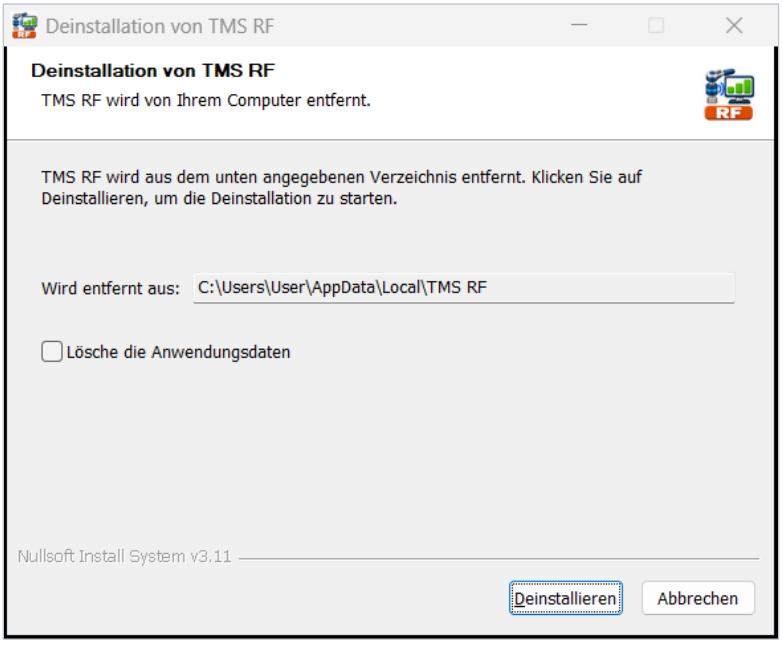

Abbildung 17-2 Deinstallation von TMS RF
4. Das Fenster „Deinstallation von TMS RF“ erscheint (Abbildung 17-2). Um die Daten zu behalten, wählen Sie „Lösche die Anwendungsdaten“ nicht aus.